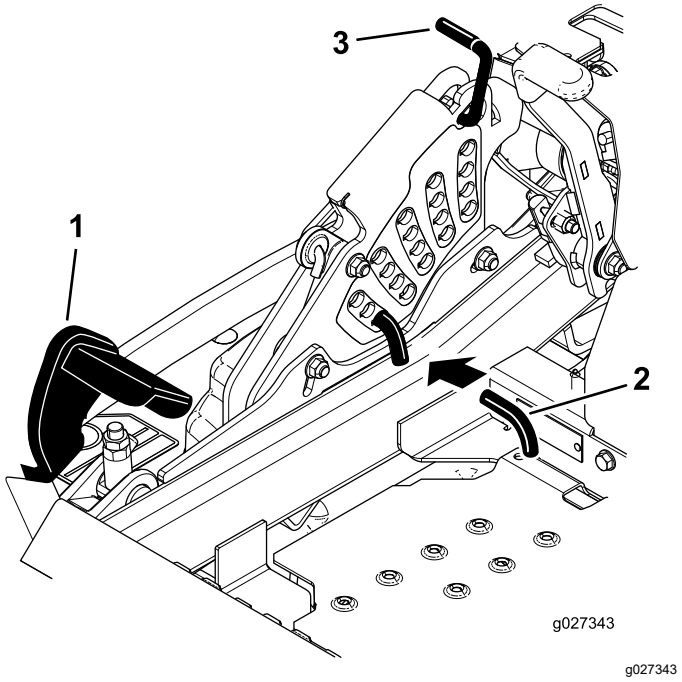

**Figur 112**
5. Skub pedalen til skjoldløft hele vejen frem, hvorefter skjoldet låses i transportpositionen på 14 cm (Figur 112).